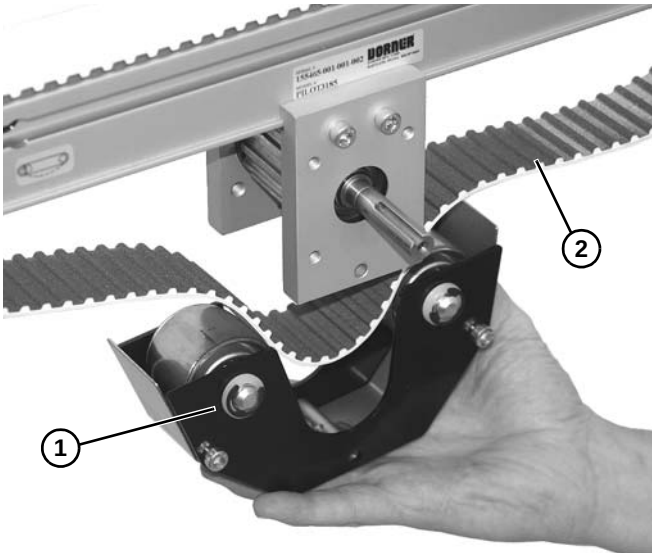

Abbildung 90
9. Untergurtantriebsbaugruppe **(Abbildung 90, Teil 1)** auf Band **(Abbildung 90, Teil 2)** heben.